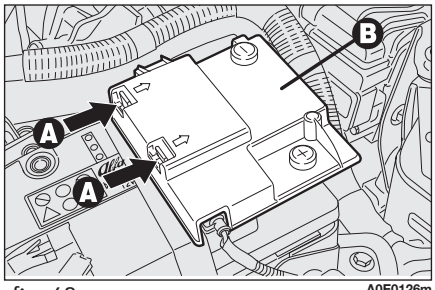

fig. 62
- ❒ operate the retaining clips **A-fig. 62** and remove the protection cover **B**;